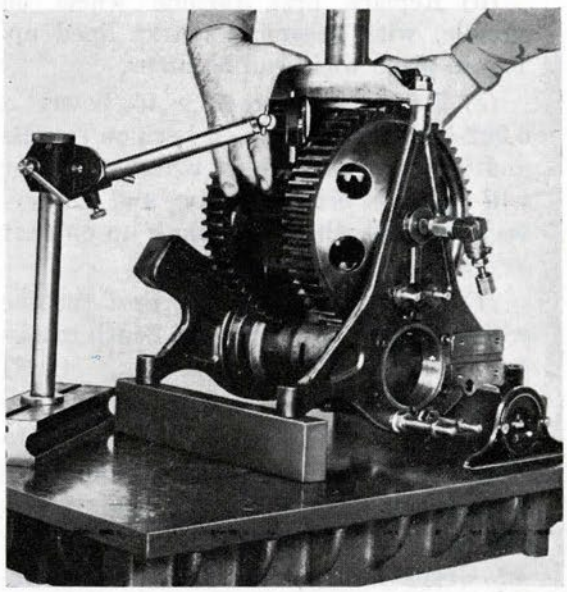

Figure 206
36. Place dial indicator on after face of after bevel gear and set indicator to zero. Lift gear upward as far as it will go and note reading on dial indicator. This reading (clearance) should be 0.025 inch to 0.035 inch. If not, note if bearing races for engine strut balls are properly seated against shoulder of shaft and recess in strut (Fig. 206).